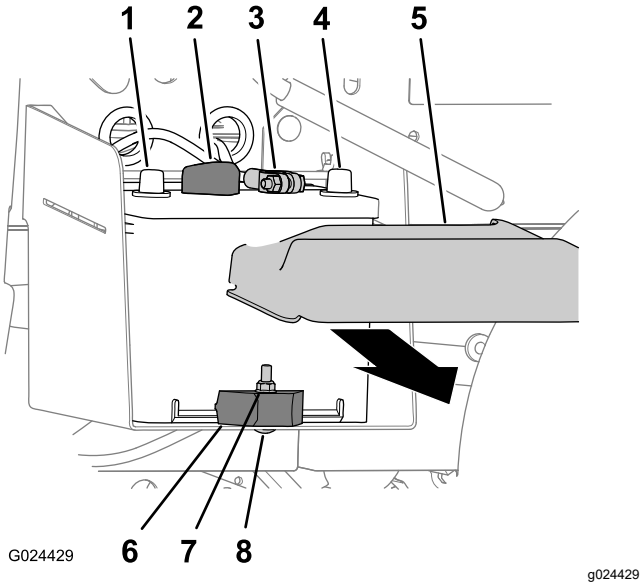

Figuur 40
1. Knijp de zijkanten van het accudeksel samen en neem het deksel van de bovenzijde van de accu (Figuur 40).
2. Koppel de minkabel los van de accupool (Figuur 40).
3. Koppel de pluskabel los van de accupool (Figuur 40).
2. Verwijder de borgmoer, slotbout en accuklem waarmee de accu vastzit aan de accubak (Figuur 40).
3. Verwijder de accu uit de accubak (Figuur 40).
1. Lijn de accu uit met de accubak van de machine (Figuur 40).
Opmerking: Zorg ervoor dat de plus- en minpool van de accu uitgelijnd zijn; zie Figuur 40.
2. Bevestig de accu met de accuklem, de slotbout en de borgmoer aan de accubak (Figuur 40).
1. Sluit de pluskabel aan op de accupool (Figuur 40).
2. Sluit de minkabel aan op de accupool (Figuur 40).
3. Plaats het accudeksel op de bovenkant van de accu (Figuur 40).